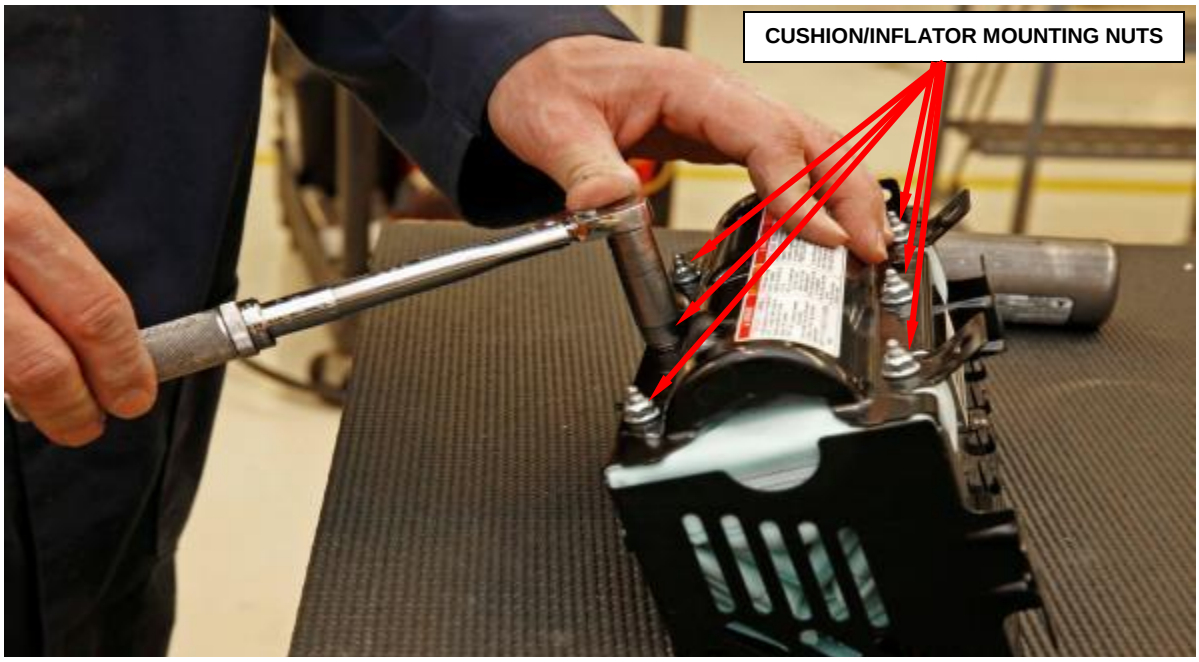

**Figure 25 – Cushion/Inflator Assembly Mounting Nuts**
j. Install the six new cushion/inflator mounting nuts and tighten to 88 in. lbs. (10 N·m) (Figure 25).